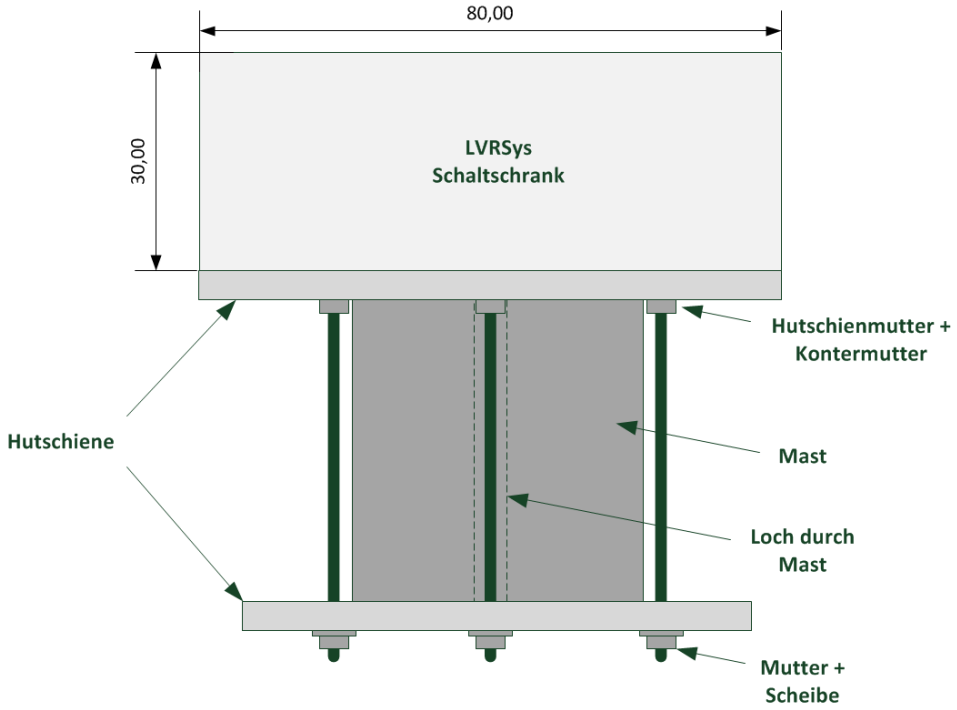

Abbildung 5-38 Draufsicht der Installation
- Gegenschiene anbringen, Gewindestangen durchführen und mit Muttern + Beilag-Scheiben kontern. (siehe Abbildung 5-38)